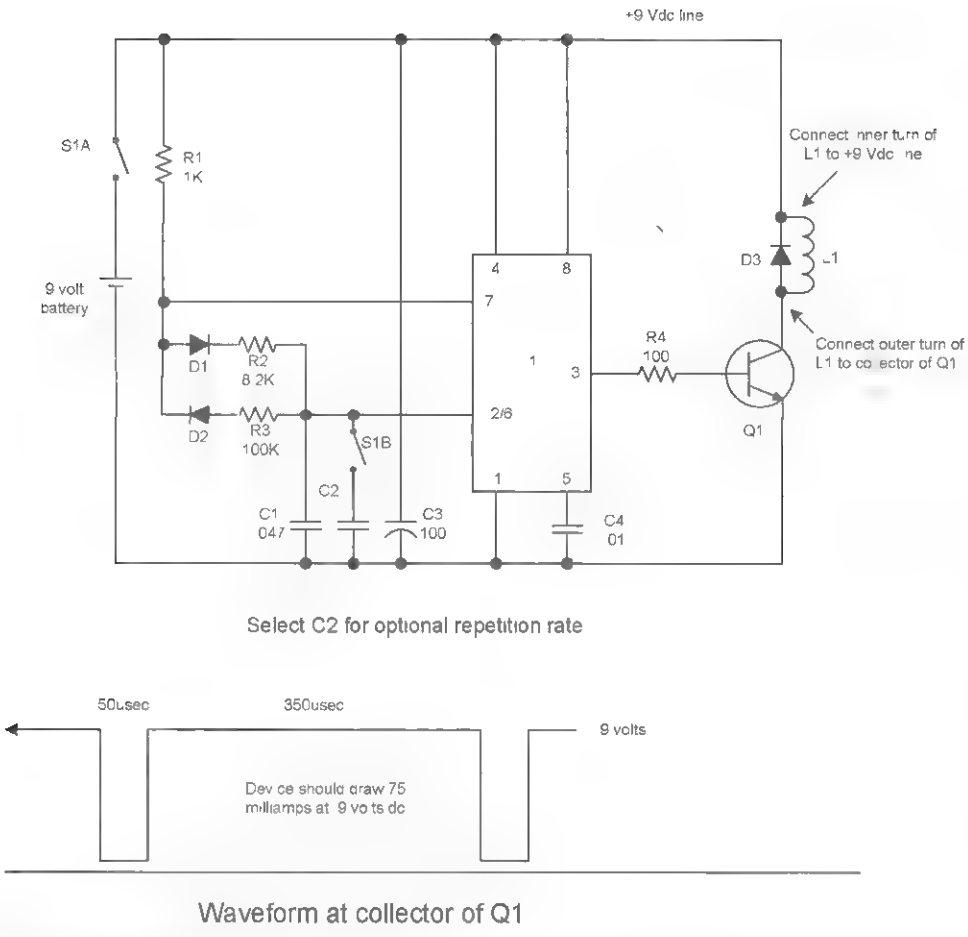

Figure 27-2 *Circuit schematic*
Figure 27-2 shows a 555 timer (I1) connected as a free-running, astable pulse generator. The output pulses are nonsymmetrical with a ratio of low to high time of 10 to 1. Discharge resistor R3 and forward-conducting diode D2 control the low time, whereas charge resistor R2 and forward-conducting diode D1 control the high time. Timing capacitor C2 is common to both states of the pulse being alternately charged and discharged.
4. Attach the external leads from the battery clip and flux coil. Note the polarity of the leads on this part as indicated in Figures 27-2 and 27-4.
near a television screen and note the lines appearing. You may also put a metal can onto the coil head and place your ear to the can, noting a 1 to 2 KHz tone. If you have a scope, note the waveshape shown in Figure 27-2.